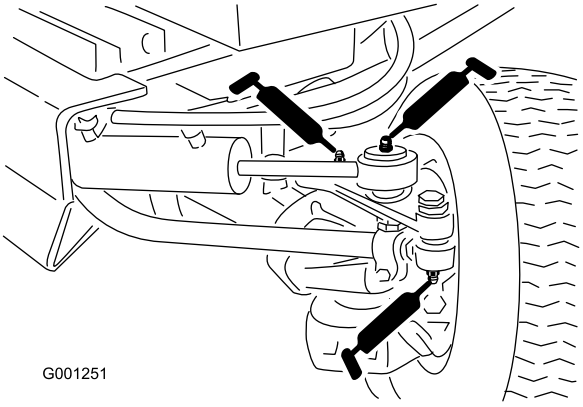

Figur 45
- Dragstångsändar (2) (Figur 45)
- Cylinderändar (2) (Figur 45)
- Styrtappar (2) (Figur 45)
- Axelsvängtapp (Figur 45)